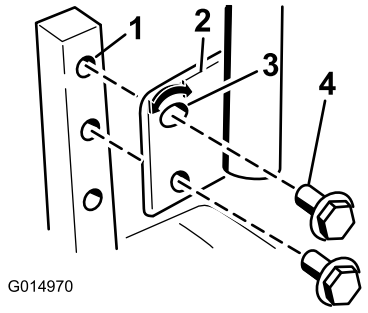

Figur 23
1. Fjern de to bolte, der fastholder håndtaget til styrearmsakslen (Figur 23).
2. Flyt håndtaget til det næste sæt huller. Fastgør håndtaget med de to bolte (Figur 23).
2. Løsn den nederste bolt lige nok til, at håndtaget kan drejes foran eller bagtil (Figur 23). Stram begge bolte for at fastholde håndtaget i den nye position.